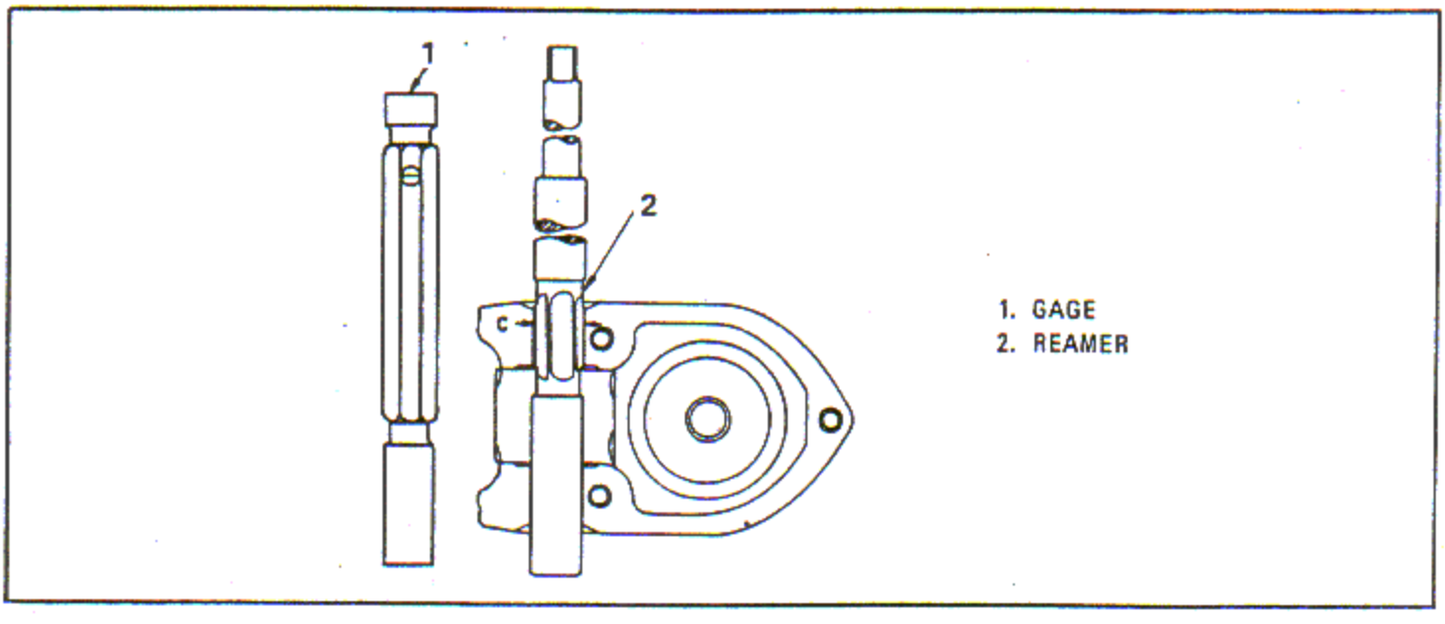

Figure 6-160. Reaming Cylinder for Oversize Bushing
a. Ream through both bushing holes to obtain proper diameter as shown in figure 6-160. Use the proper reamer A through D (2) and the applicable gage A through D (1), according to the list following step b.